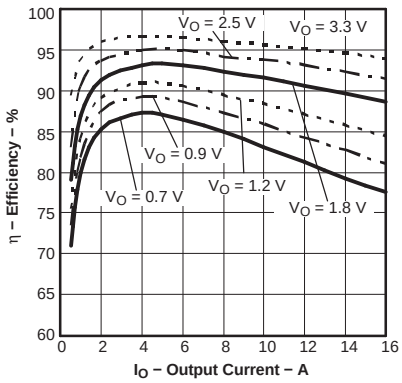
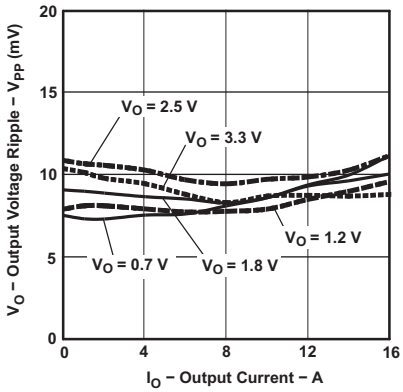
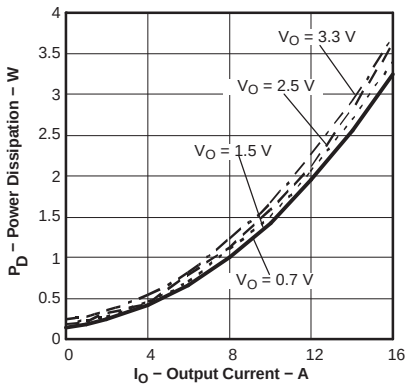

Figure 7.
Figure 8.
Figure 9.
(1) The electrical characteristic data has been developed from actual products tested at 25C. This data is considered typical for the converter. Applies to Figure 7, Figure 8, and Figure 9.